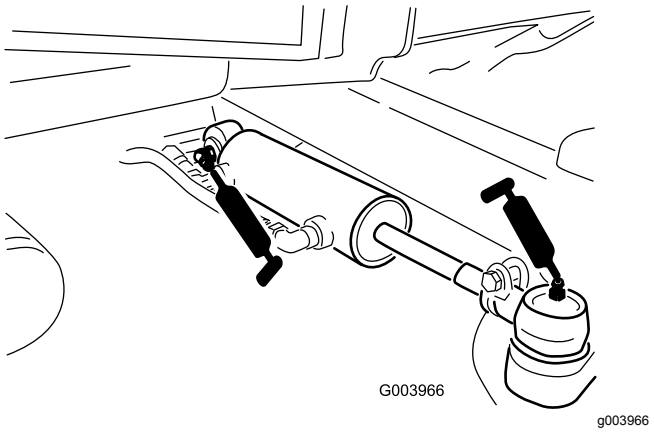

Figuur 80
- Kogelverbindingen van stuurcilinder (2) (Figuur 80)